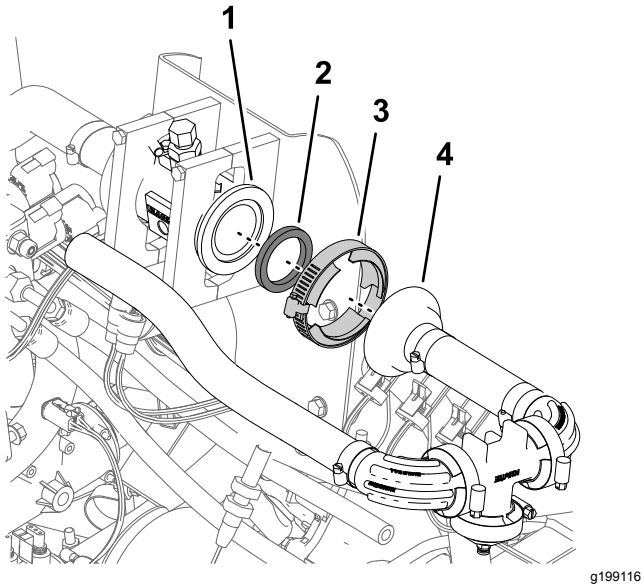

Figuur 89
2. Draai de flensklem met de hand vast (Figuur 89).